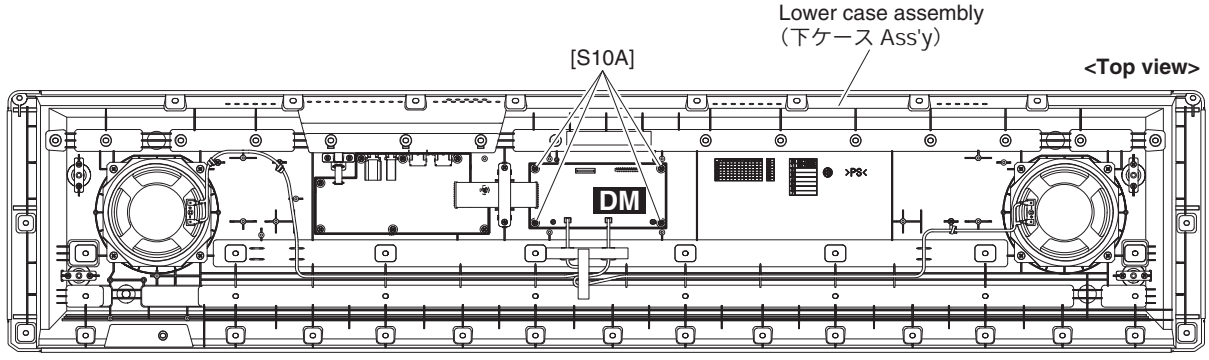

Fig. B-2（図 B-2）
B-2-2 Remove the four (4) screws marked [S10A]. The DM circuit board can then be removed. (Fig. B-2)
B-2-2 ［S10A］のネジ 4 本を外し、DM シートを外します。（図 B-2）